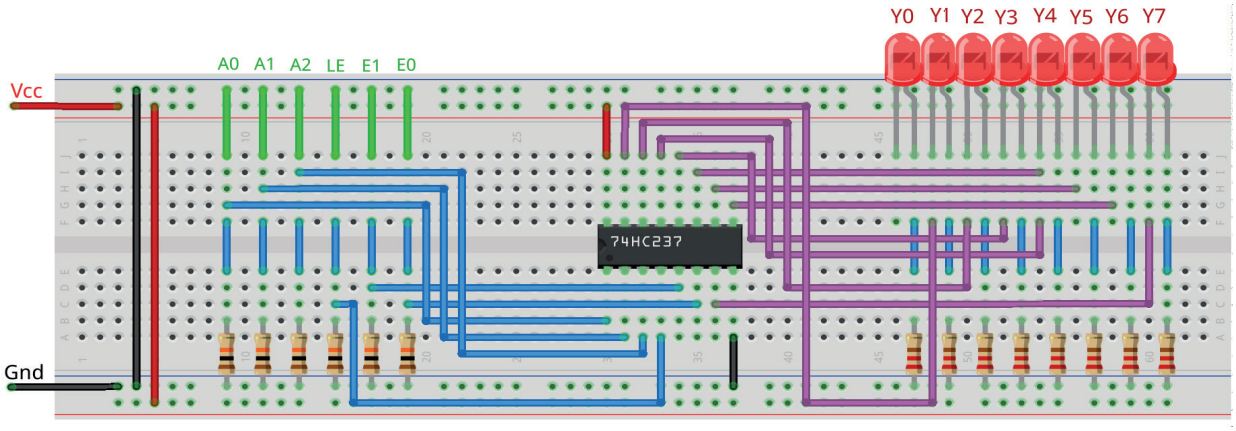

Figura 8.25 – Disposição dos componentes na placa de montagem.
1. Monte o circuito na placa de montagem, conforme figura 8.25.